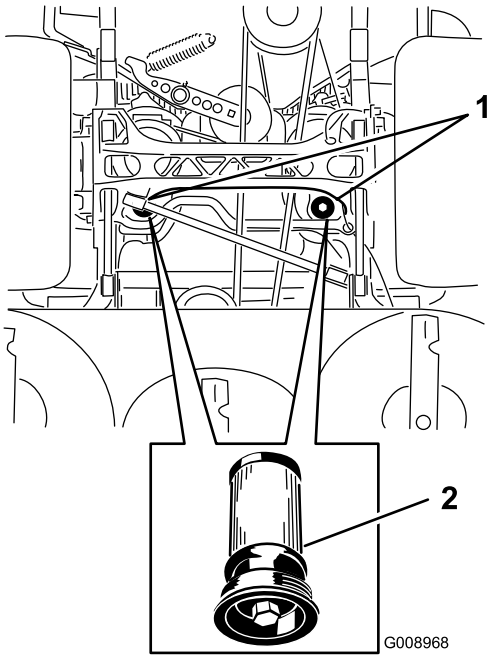

Figur 88
5. Stil et aftapningskar under filteret, fjern det gamle filter, og tør overfladen ren (Figur 88).
6. Påfør gummipakningen på det nye filter et tyndt lag hydraulikolie (Figur 88).